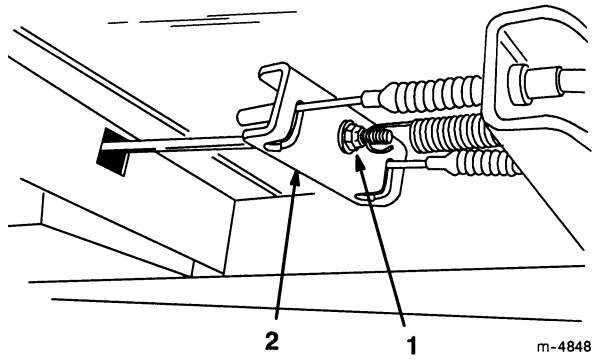

Afbeelding 28
3. Draai de kabelafstellingschroef onder de vloerplaat vast, totdat de kabels in de remverdeler zijn weggestopt (Afb. 28).